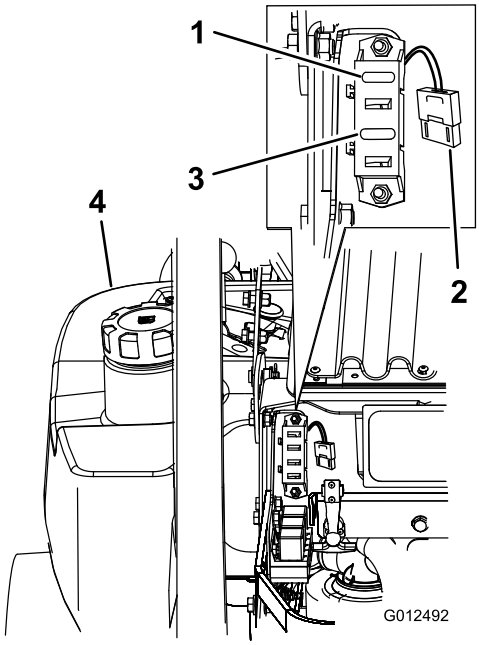

**Figur 56**
1. Hev motorpanseret for å få tilgang til sikringsholderen (Figur 56).
3. Sett inn en ny sikring (Figur 56).